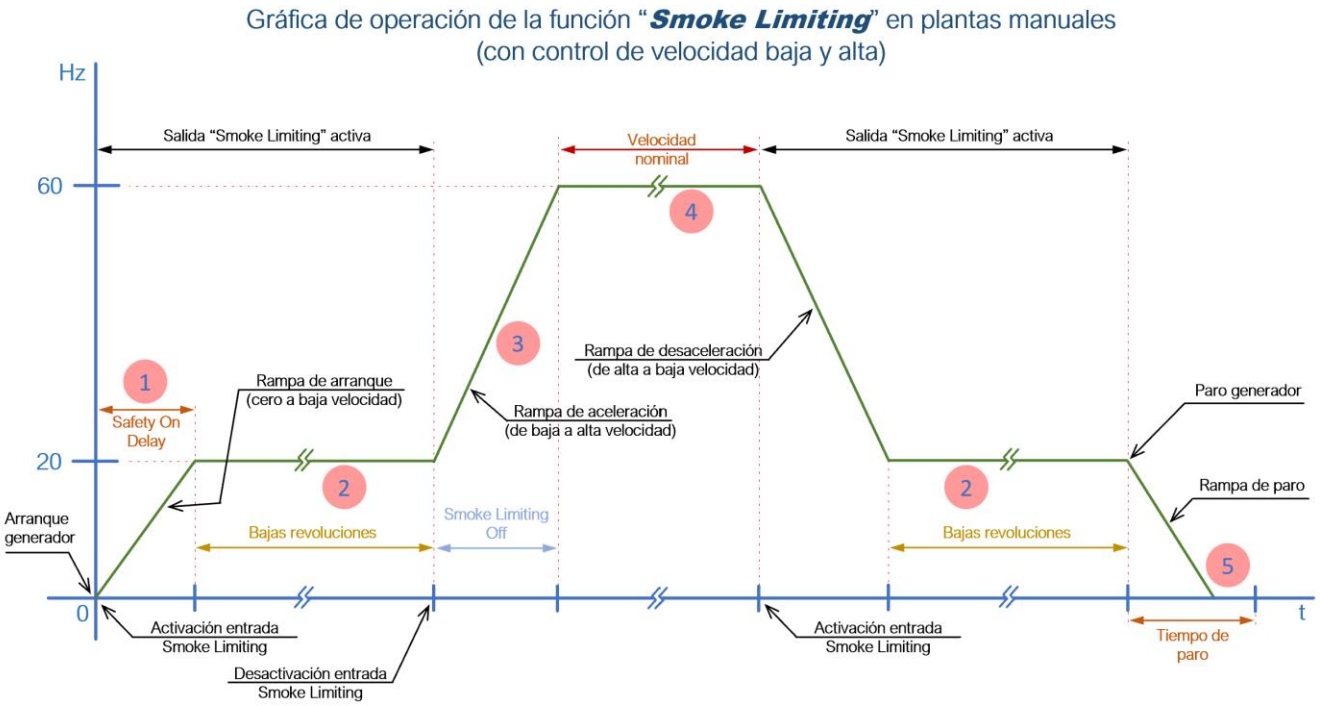

Fig. 3
3.- una vez que la planta generadora arranque, transcurrirá el tiempo de activación de protecciones, "*Safety On Delay*" (fig. 3- 1) y la planta generadora irá a la velocidad de operación baja "*Idle*" (fig. 3- 2), las protecciones de baja frecuencia, baja velocidad (si se configura) y bajo voltaje de generación estarán desactivadas durante el tiempo que permanezca activa la entrada "*Smoke Limiting*", las demás protecciones operarán normalmente, la planta generadora permanecerá en esta posición.
Ver fig. 3- 1
Ver fig. 3- 2
4.- una vez que el tiempo dispuesto de operación en bajas revoluciones se alcance (o se considere suficiente), desactivar la entrada "*Smoke Limiting*", con esto, la planta generadora acelerará de velocidad baja a velocidad nominal, en este punto las protecciones de baja frecuencia, baja velocidad y bajo voltaje de generación continúan deshabilitadas, pero solamente durante el tiempo "*Smoke Limiting Off",* por lo que deberá de ajustarse este tiempo de acuerdo al tiempo que tarde el motor en acelerar de baja a alta velocidad (fig. 3- 3), en la pantalla del módulo se mostrará como "*Ramp Up*".
Ver fig. 3- 3
Ver fig. 3- 4
5.- una vez alcanzada la velocidad nominal, las protecciones por baja frecuencia, baja velocidad y bajo voltaje se activan y completan el cuadro de protecciones, el generador estará listo a tomar carga ya sea de manera manual o mediante la presión de los botones frontales (si se configura y se cuenta con un interruptor de accionamiento eléctrico), el equipo permanecerá en esta posición hasta que se otra instrucción le sea dada al módulo (fig. 3- 4).
6.- una vez completado el tiempo con carga de la planta generadora, abrir el interruptor de carga y activar la entrada "*Smoke Limiting*", esto hará que el motor vaya de velocidad de operación a velocidad baja, así mismo, las protecciones de baja frecuencia, baja velocidad y bajo voltaje se inhabilitan para permitir a la planta generadora la operación, las demás protecciones permanecen activas (fig. 3- 2), esperar que la planta generadora enfríe.
7.- realizar el paro de la planta generadora mediante la presión del botón "0" en el panel frontal del módulo y en la pantalla se mostrará el temporizador de paro (fig. 3- 5).
Ver fig. 3- 5